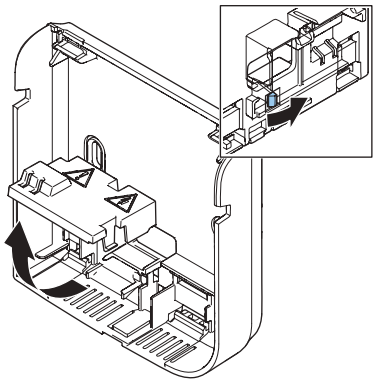

Rys. 43 - Poluzuj zaczep za pomocą małego śrubokręta płaskiego.
2. Otwórz osłonę bezpieczeństwa. Poluzuj zaczep (Rys. 43) za pomocą małego śrubokręta płaskiego.